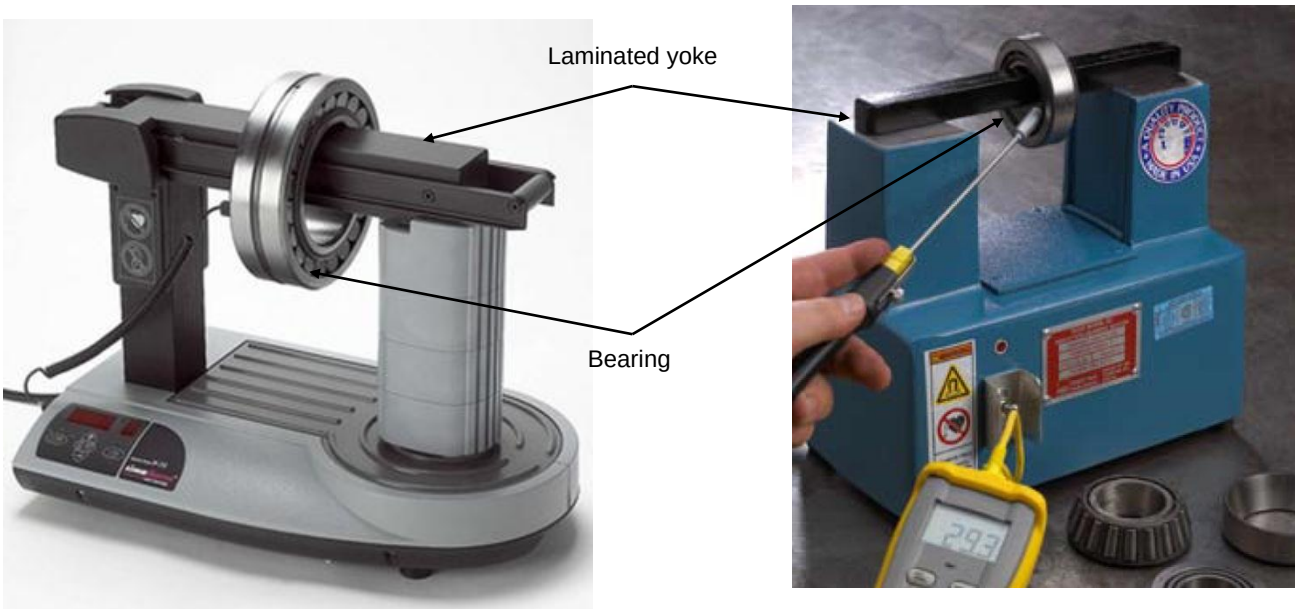

FIG 9.
D. The bearing actually forms a short circuit and is then heated. (Fig 9)
F. Mount the bearing on the induction heater as shown in Fig 9.